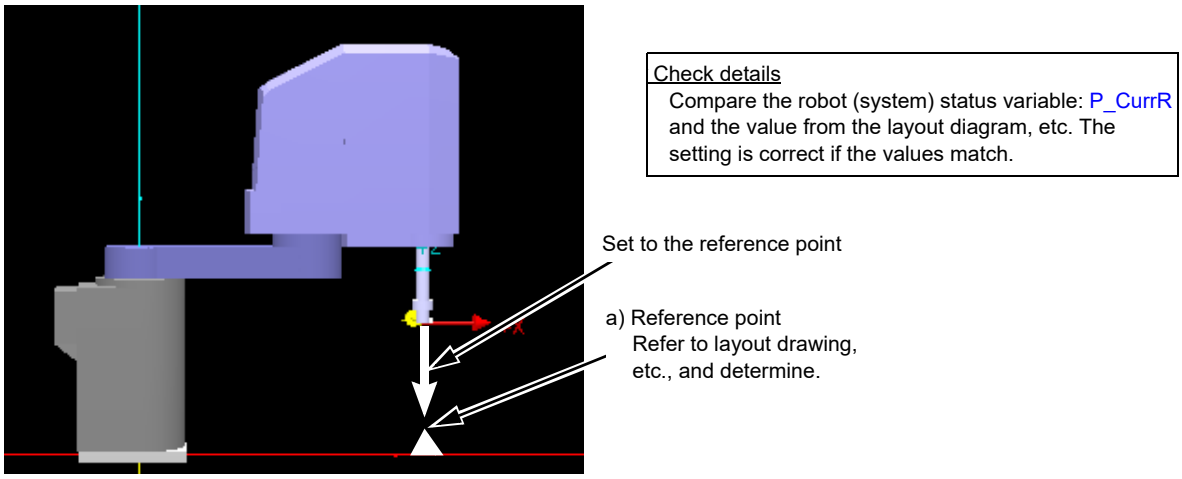

Fig.5-25:Checking the setting for calibration between robots
1) Looking at the system layout drawing, etc., set one reference point for each robot. (Fig. 5-25 a) (Hereinafter, reference point)